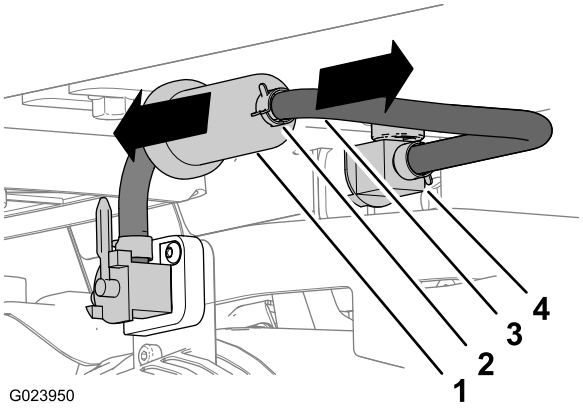

Figure 6
2. Retirez le collier qui maintient le flexible de carburant sur le raccord cannelé du filtre à carburant, et débranchez le flexible Figure 6).